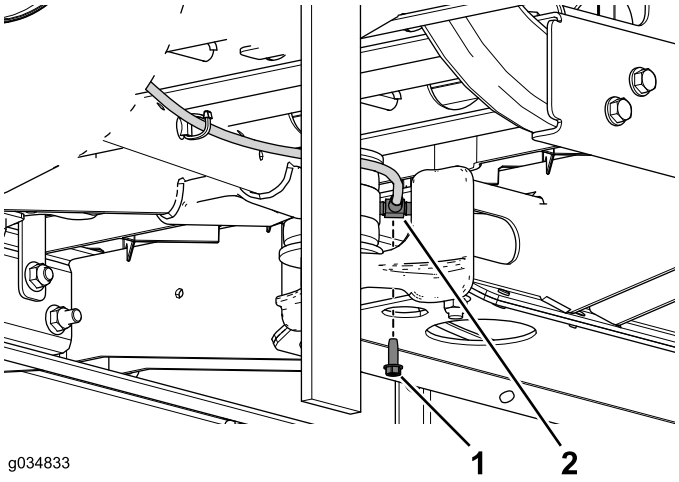

Figure 66
6. Remove the self-tapping screw that secures the tee fitting to the center channel (Figure 66).